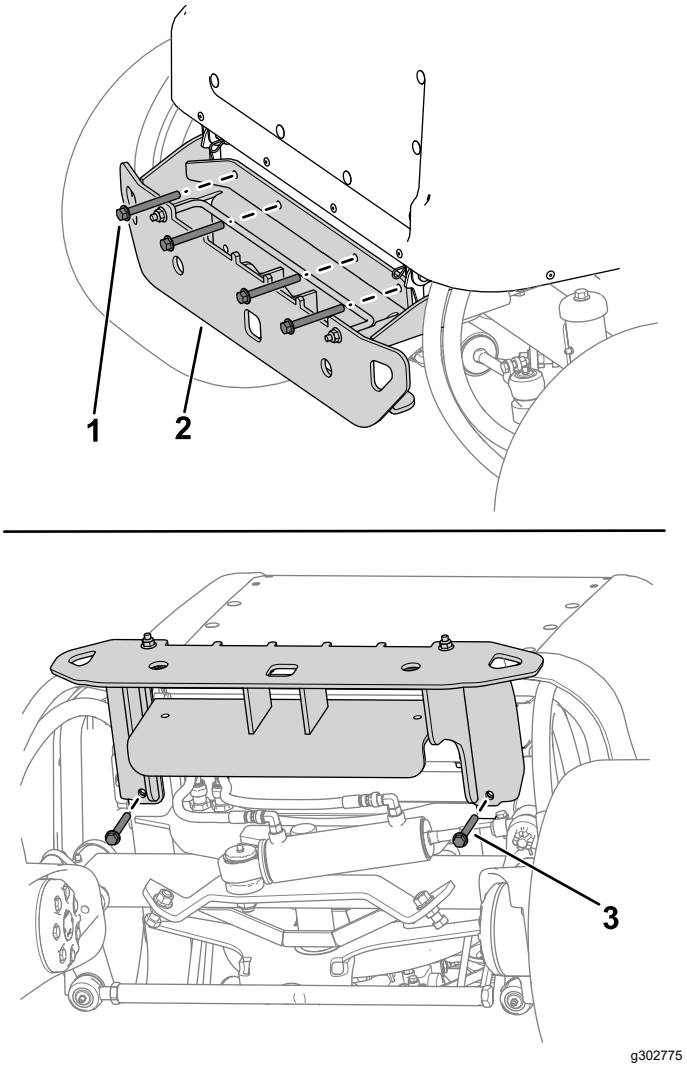

**Bild 14**
2. Befestigen Sie den oberen Bereich der Stoßstange mit vier Schrauben (⅜" x 3¼") und vier Muttern (⅜") am Maschinenrahmen (Bild 14).
3. Befestigen Sie die Stoßstange mit zwei Schrauben (⅜" x 2¾") und zwei Muttern (⅜") unter dem Maschinenrahmen (Bild 14).